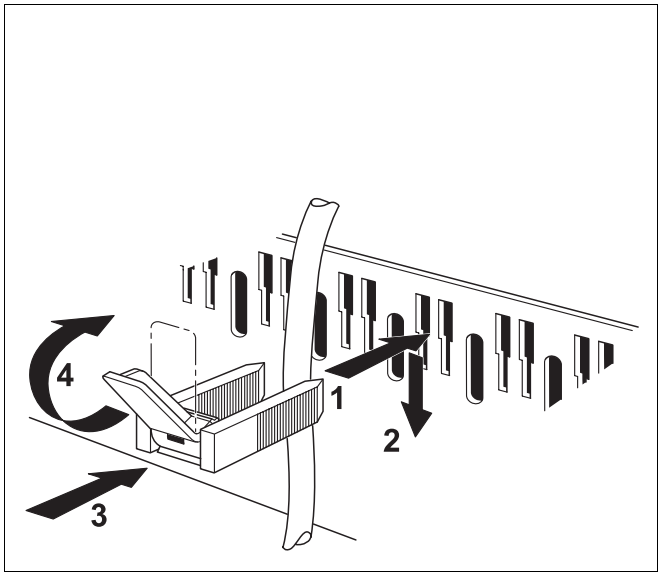

Abb. 7 Kabeldurchführung und Zugentlastung
- Zugentlastung, wie in Abb. 7 dargestellt, mit eingelegter Leitung von oben in die Schlitze des Schellenrahmens einsetzen (Abb. 7, **Schritt 1**).
- Zugentlastung herunterschieben (Abb. 7, **Schritt 2**).
- Gegendrücken (Abb. 7, **Schritt 3**).
- Hebel nach oben umlegen (Abb. 7, **Schritt 4**).